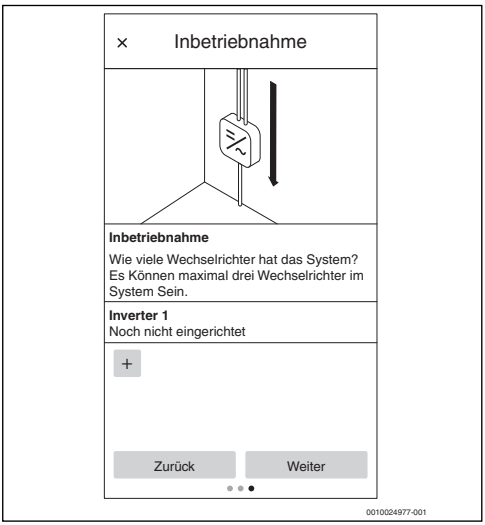

Bild 19 Anzahl der Wechselrichter angeben
3. Durch Klicken auf + gegebenenfalls einen weiteren Fronius Wechselrichter hinzufügen (→ Bild 19).